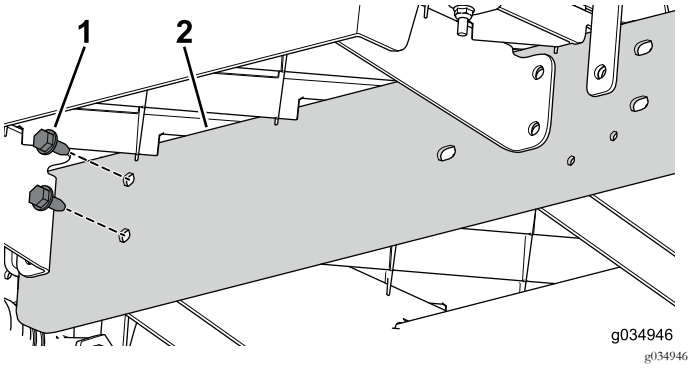

Figuur 74
6. Gebruik de 2 bouten (5/16 x 3/4 inch) om de verlengrail losjes op het centrale kanaal van het voorste gedeelte van de machine te monteren (Figuur 74).